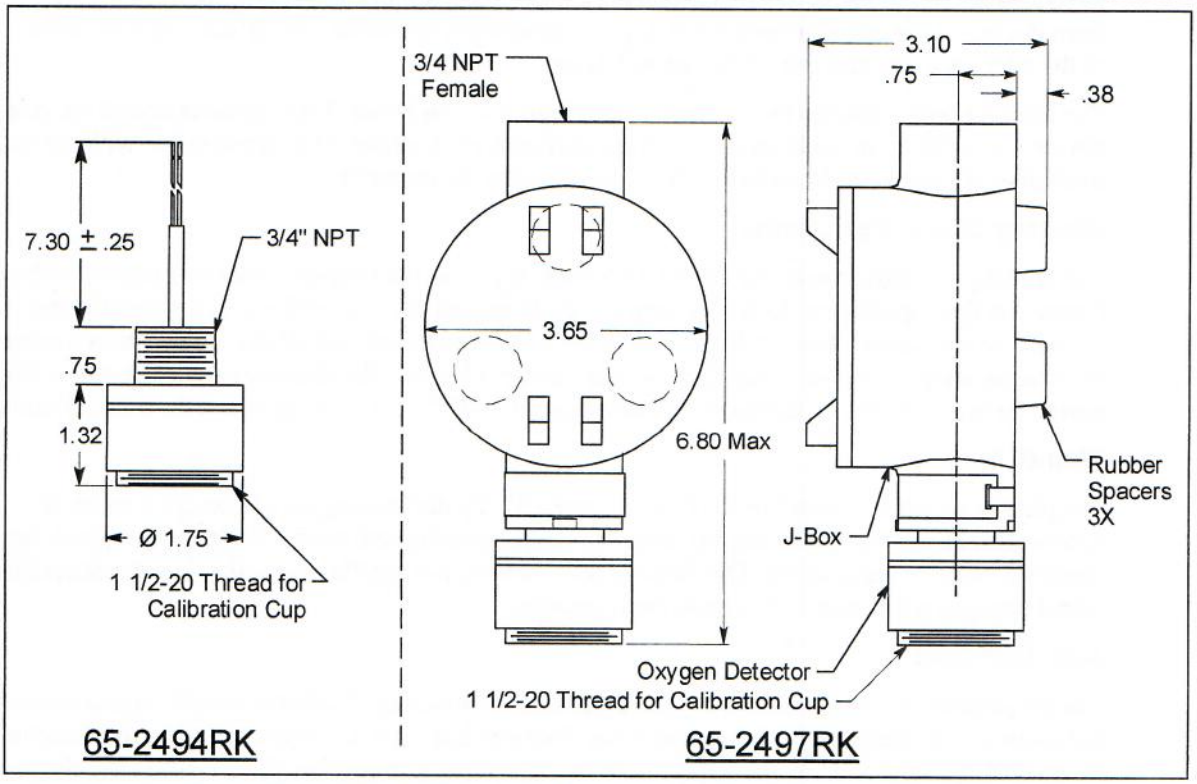

Figure 3: Outline & Mounting Dimensions, 65-2494RK & 65-2497RK
2. At the mounting site you select, hang or mount the junction box with the detector facing down (see Figure 3).